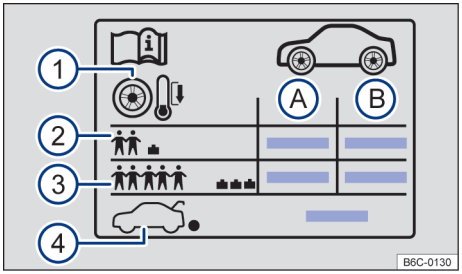

Fig. 185 Etiqueta com as pressões dos pneus.
Indicações na etiqueta de pressão dos pneus → Fig. 185:
– Adequar a pressão dos pneus sempre à condição de carga do veículo → Fig. 185 (3).